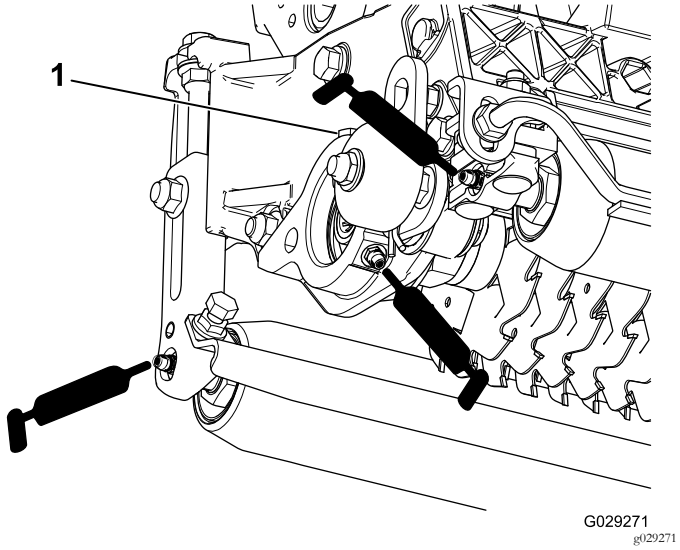

图16
每个切根刀带有 5 个黄油嘴图16必须每周使用 2 号锂基润滑脂润滑。
2. 涂抹润滑脂直至滚筒密封件和轴承泄压阀外面看得到干净的润滑脂 图16。